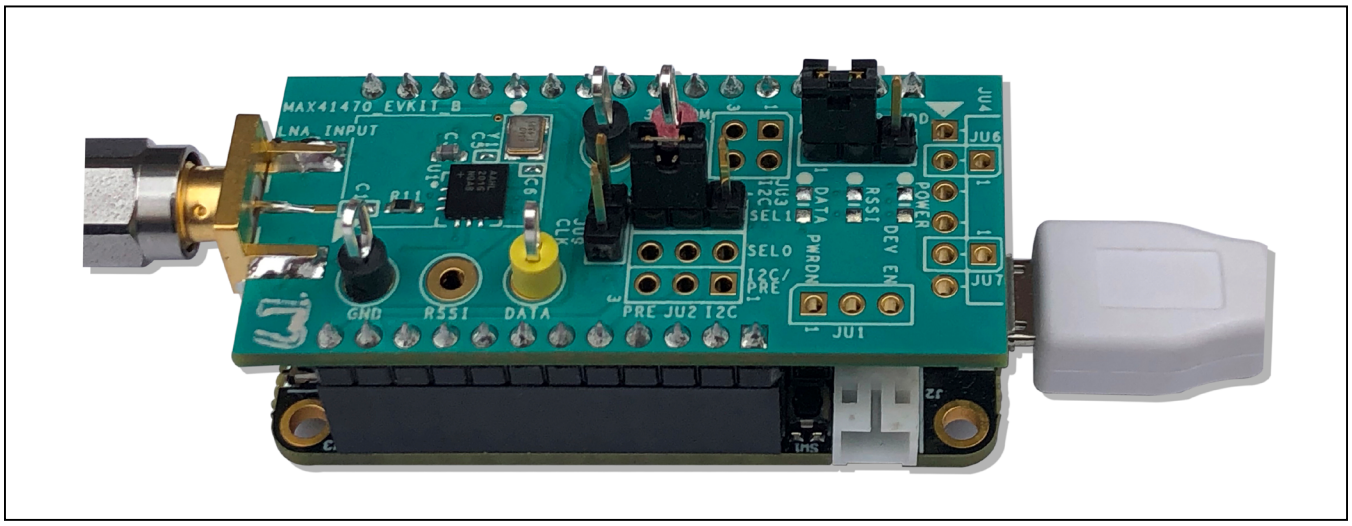

Figure 2. MAX4147XEVKIT Orientation to FTHR Board
2) Connect the MAX4147X EV kit to the FTHR board, making certain that the USB connector is oriented on the opposite side of the SMA connector, as shown in Figure 2.